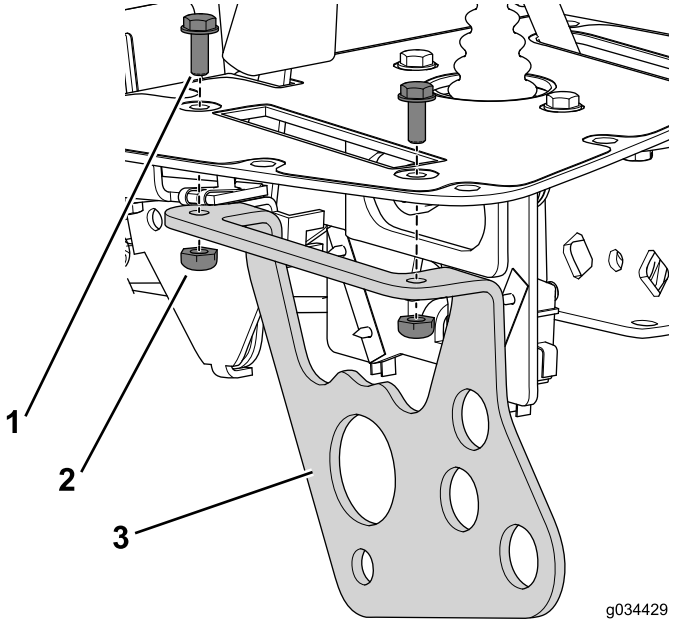

Figur 21
1. Använd skruven (nr 10 x 1/2 tum) och låsmuttern för att fästa funktionsspakens fäste vid konsolen (Figur 21).